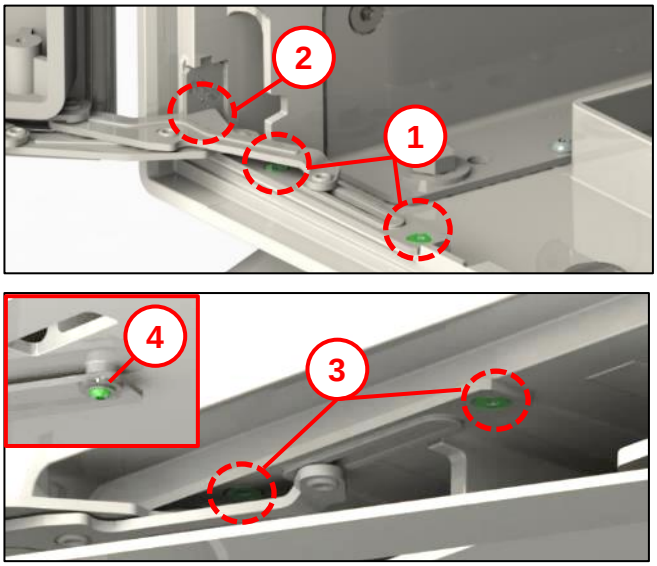

Abb. 65
- Neues Gehäuse auf Sockel setzen und Türscharniere wie bei Abb. 65 wieder montieren.